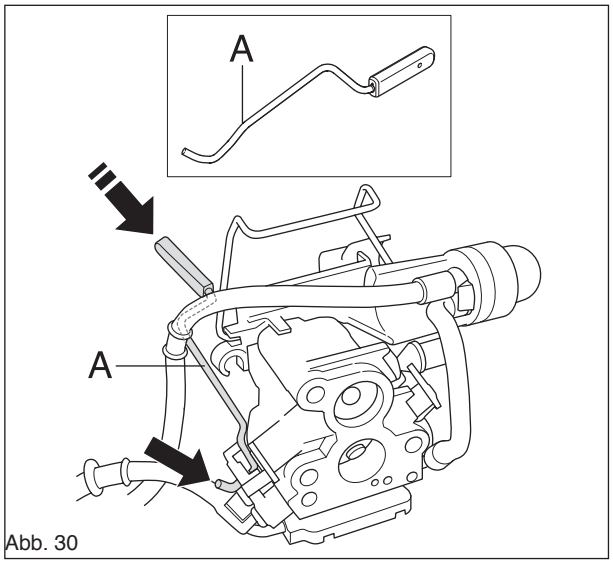

Abb. 30
3. Gashebelstange aus der Halterung drücken. Am Vergaser aushaken. (Siehe Abb. 30.)